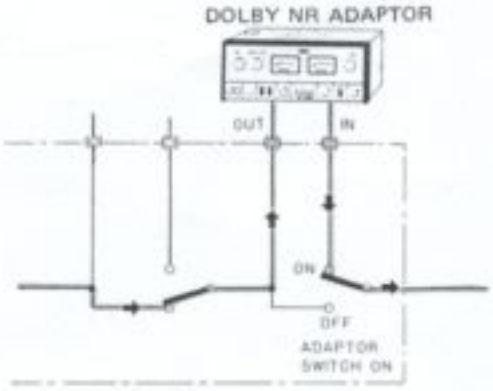

Fig. 17
2. Connect the Dolby adaptor as shown in Fig. 17, to the ADAPTOR IN and OUT jacks.